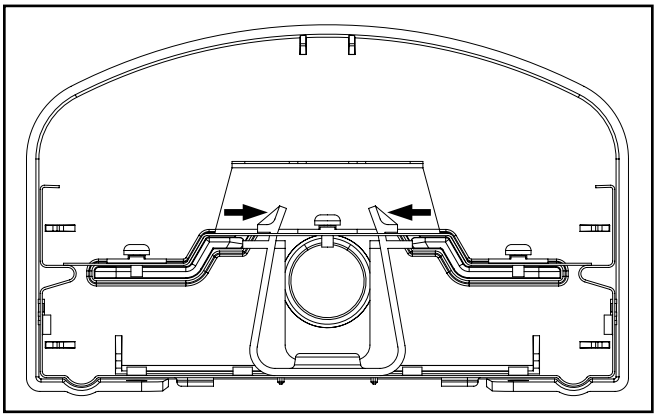
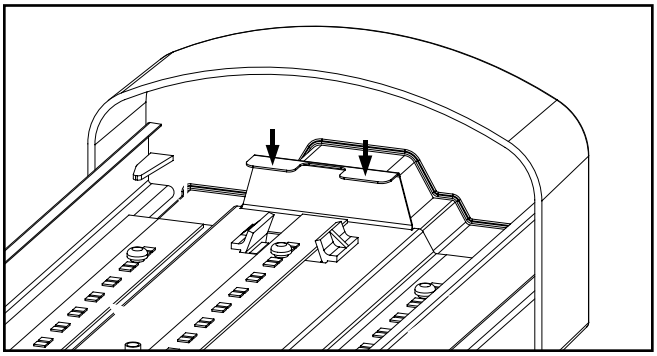

Figure 5.
Figure 6.
4. Pour retirer le support d'appareillage, appuyez sur les languettes de verrouillage vers l'intérieur (figure 5). Une fois le support d'appareillage dégagé, utilisez les languettes pour le déplacer vers l'une des extrémités du luminaire afin de le retirer du canal (figure 6). Le support d'appareillage est fixé au canal.